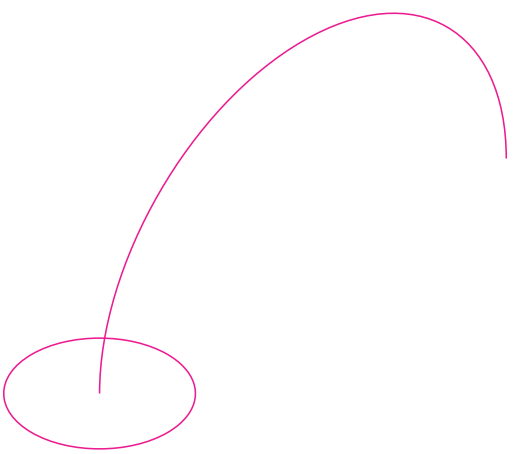

Fig. 17.46 Exercise 8 – the circle and semicircle
8. Fig. 17.46 shows in the **3D Navigate Southwest Isometric** view a semicircle of radius **25** constructed in the **3D Navigate/Top** view on a layer of colour **magenta**, with a semicircle of radius **75** constructed in the **3D Navigate/Front** view with its left-hand end centred on the circle.